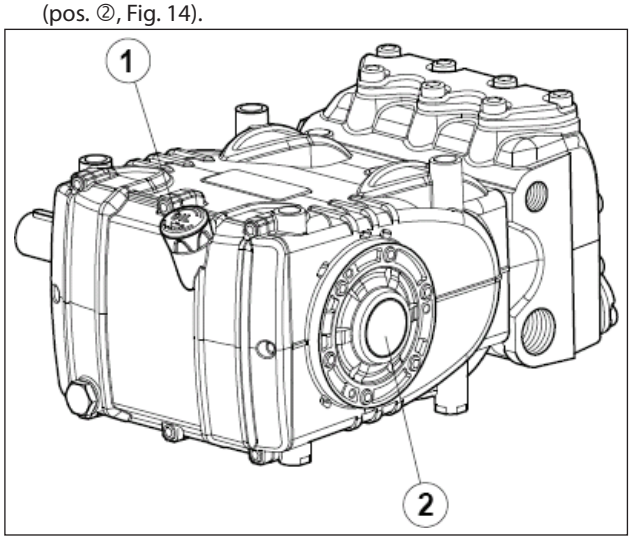

Fig. 14
5. El aceite en el cárter de la bomba se encuentre a nivel verificándolo con la correspondiente varilla (pos. ①, Fig. 14) y de forma excepcional con el testigo de nivel (pos. ②, Fig. 14).